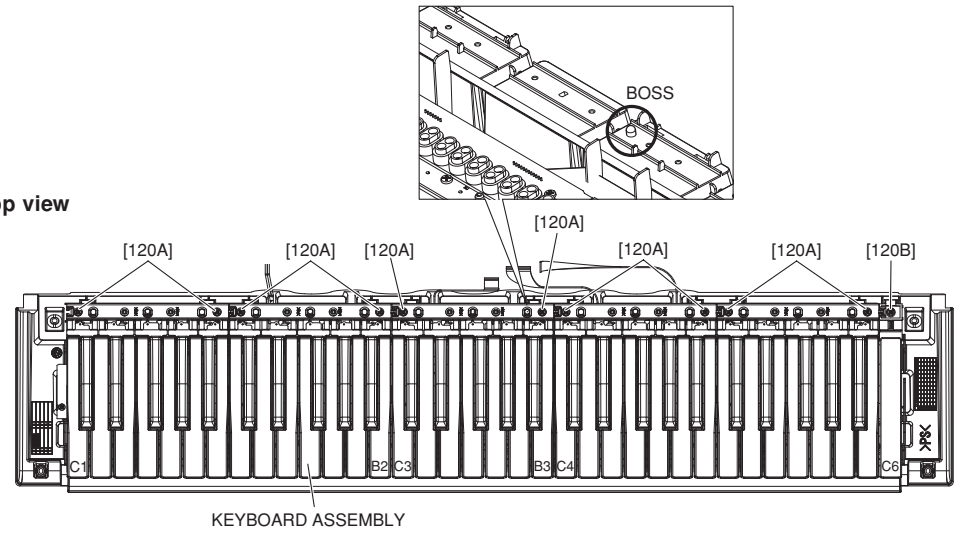

Fig.8
1. White and black keys for one octave unit are integrated as a set. There are five sets in total. Only the C6 white key, unlike the other keys, is not integrated in a set. (Fig.8)
2. To remove a set, remove the two (2) each screws marked [120A]. The white and black keys in the set can then be removed. (Fig.8)
3. To remove the white key C6, remove the screw marked [120B], unhook as described in previous procedure, and pull out toward you. (Fig.8)
* ***When all white and black keys were removed, first attach the white and black keys C3 ~ B3 aligning them with the boss, and then attach the remaining white and black keys. (Fig.8)***
1. Remove the white and black keys corresponding to the rubber contacts to be removed. (See Fig.8 and procedure 10. "White Keys and Black Keys")
1. Remove the white and black keys from C1 to B3. (See Fig.8 and procedure 10. "White Keys and Black Keys")
1. Remove the white and black keys from C4 to C6. (See Fig.8 and procedure 10. "White Keys and Black Keys")
3. Remove the white and black keys from C1 to B2. (See Fig.8 and procedure 10. "White Keys and Black Keys")